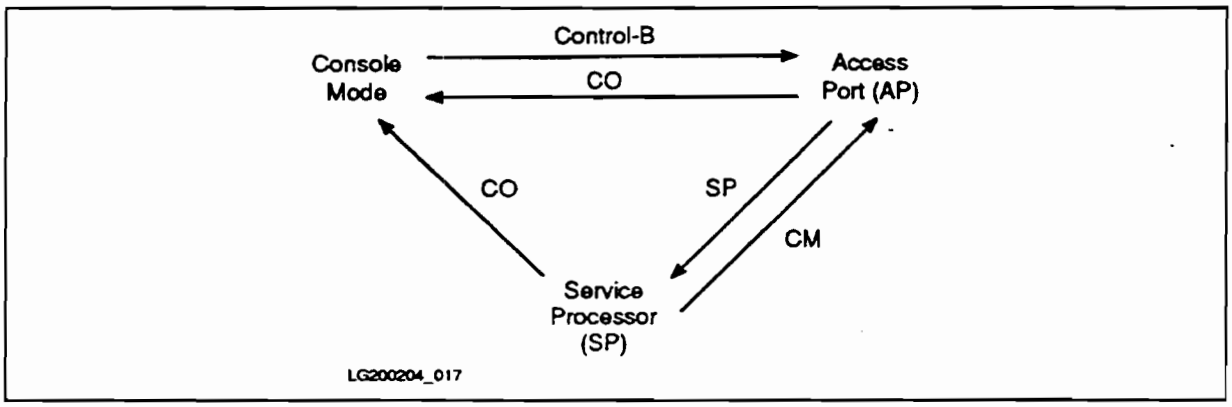

Figure 12c-1. Console Mode, Access Port, and Service Processor
From the system console, you can access the commands available from the Access Port (AP) and the Service Processor (SP). Figure 12c-1 summarizes how to change from one mode to another.